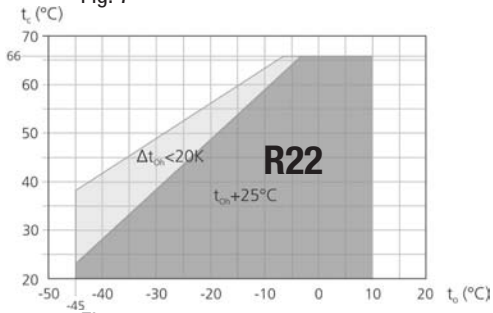

Fig. 8
- Transport and suspension unit on the eyebolt (Fig. 8).